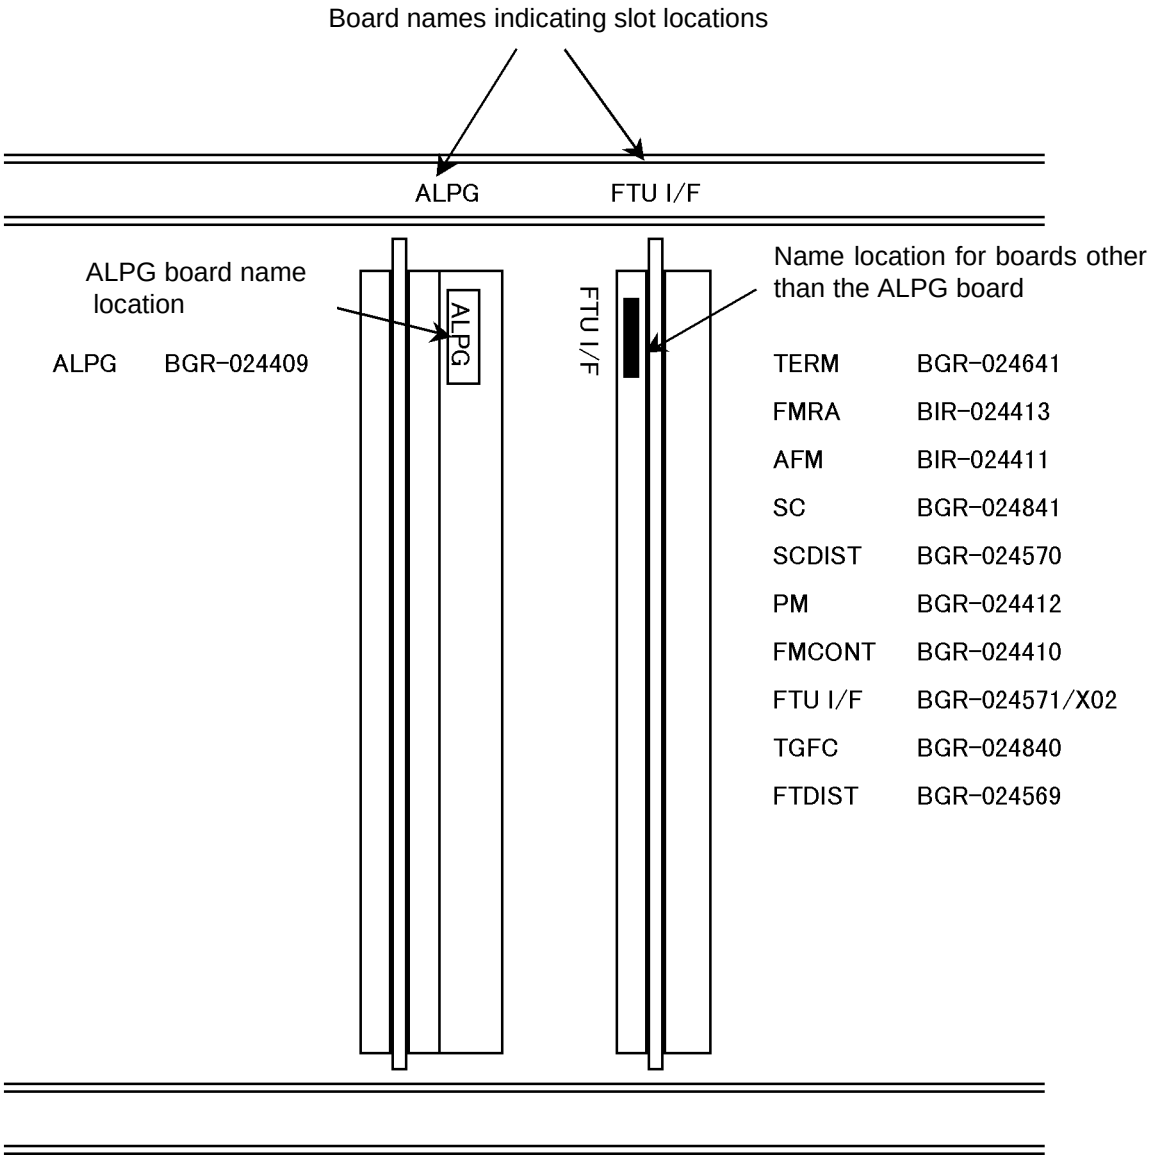

Figure 3-20 FTU Unit Board Name Locations
(1) Pin connectors are mounted on the FTU unit backboard and are easily damaged because their pitch is narrow. Check to see that no pin is bent and no connector housing is broken before installing boards to the FTU unit.
(2) The FTU unit shows board names to identify each slot and boards also have their names as shown in Figure 3-20.